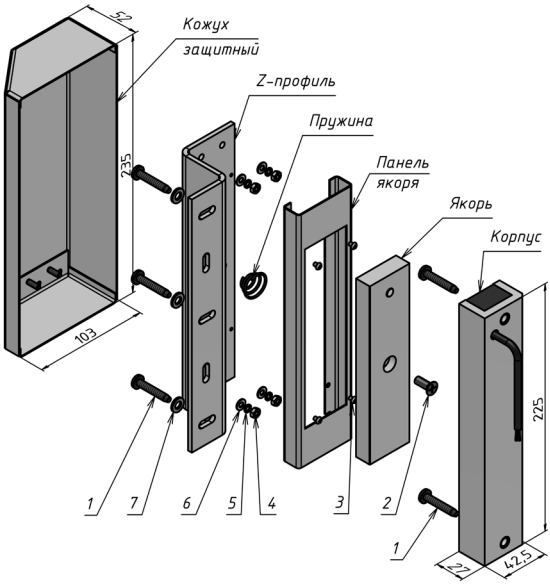

Рисунок 1 – Комплект поставки замка ALM-350FT
5.7 Винт крепления якоря (поз.2 рис.1) необходимо затянуть с усилием, достаточным для исключения его отворачивания в процессе эксплуатации. Рекомендуется ставить винт на стопорящий герметик типа «Анатерм» или на нитрокраску НЦ.